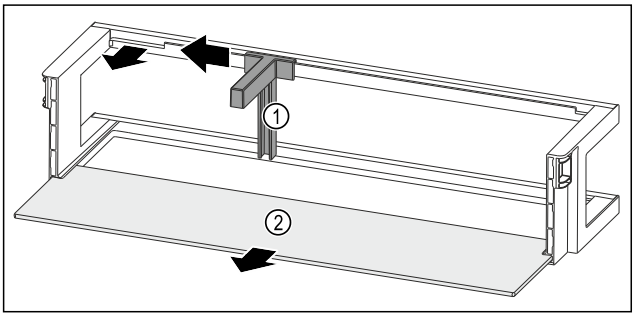

Fig. 101 Estante en la contrapuerta con soporte para botellas y estante
▶ Empuje el soporte para botellas *Fig. 101 (1)* hacia un lado hasta la entalladura.
▶ Retire el soporte para botellas *Fig. 101 (1)*.
▶ Retire el estante *Fig. 101 (2)*.